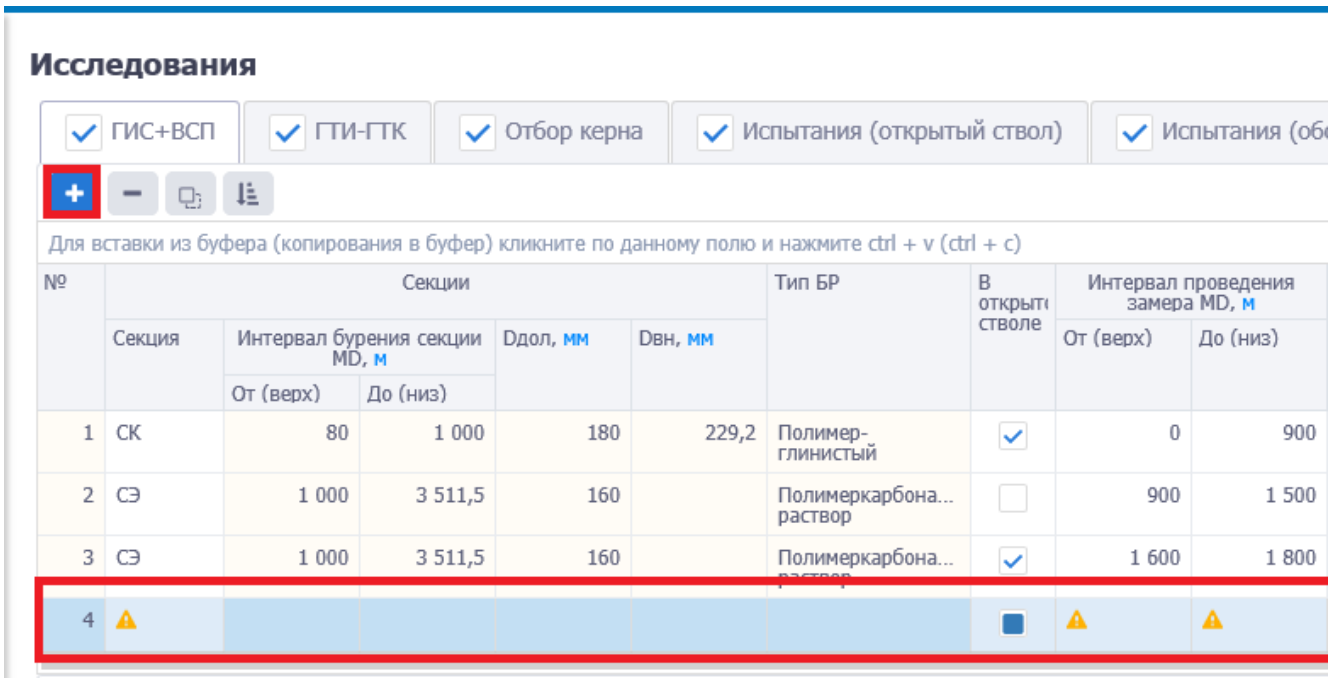

Рис. 3.162
- добавить. При нажатии на кнопку добавляется новая строка в таблицу (рис. 3.162).